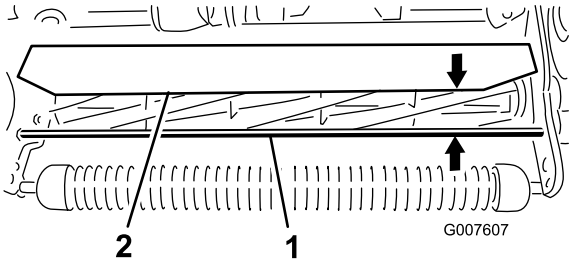

Figur 55
1. Mål avstanden fra toppen av den fremre støttestangen til den fremre kanten på skyddet, i hver ende av klippeenheten (Figur 55).